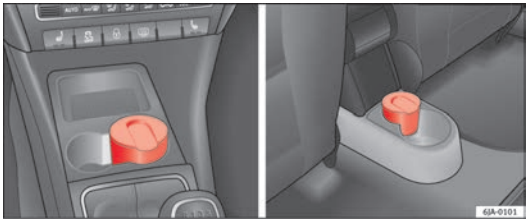

Fig. 84 Centre console: front ashtray/rear ashtray
– Pull the ashtray ⇒ Fig. 84 upwards to remove.